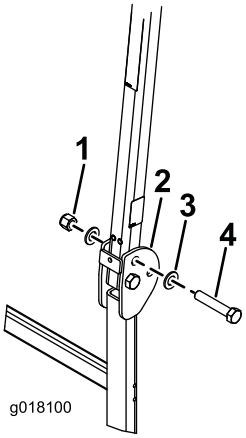

Figur 7
3. Sæt en spændeskive (13/16 x 1-1/2 tommer) på hver bolt (3/4 x 4 tommer) som vist i Figur 7.
4. Fatgør boltene og spændeskiverne i de huller, hvor tapperne blev fjernet (Figur 7).
5. Fastgør en anden spændeskive på hver bolt, og fastgør med møtrikker (3/4 tomme) som vist i Figur 7. Tilspænd møtrikkerne med et moment på 323 til 396 N·m.
6. Tilspænd styrtbøjlens drejebolt (Figur 7) med et moment på 91 til 113 N·m for at undgå, at styrtbøjlen og solskærmen hopper.